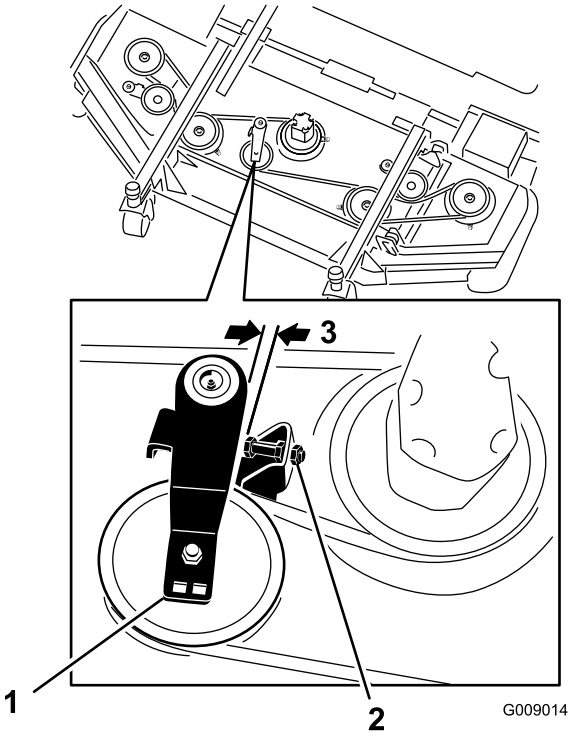

Figur 114
3. På den fremre klippeenheten, midtre stilling, løsne låsemutterne på lederullstoppskruen og tre stoppskruen på braketten (Figur 114).
4. Ved å bruke en stillbar momentnøkkel eller lignende verktøy, flytt lederullen bort fra drivremmen for å frigjøre remspenningen og la remmen føres av rullen til sideklippeenheten (Figur 114).